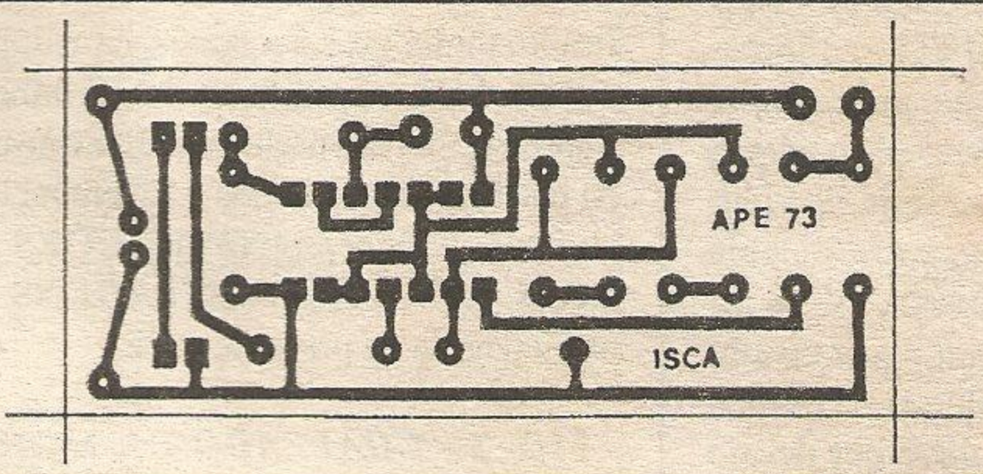

Fig. 2
**- FIG. 2 - *LAY OUT* DO CIRCUITO IMPRESSO ESPECÍFICO -** Plaquinha simples, longa e estreita, permitindo - com certeza - o aproveitamento de qualquer pequena tira de fenolite ou fibra de vidro cobreada que esteja *sobrando* aí pela *sucata* do caro leitor/hobysta... Vista na figura pelo lado do cobre, a placa mostra seu *lay out* em tamanho natural (1:1), como sempre demarcando-se as áreas que devem restar metalizadas após a corrosão, em **negro**, com as partes **brancas** simbolizando as regiões onde o cobre deve ser removido pelo percloreto de ferro da solução... Depois de copiar com carbono, aconselhamos que o padrão seja preenchido com decalques ácido-resistentes apropriados, que dão maior elegância e profissionalismo à montagem, além de contribuir para o rigor mecânico/elétrico das pequenas ilhas e furos especificamente destinadas às *perninhas* do integrado (muito juntinhas e pequenas, constituindo *região de risco* quanto a erros ou falhas no impresso...). Para perfeita elaboração e uso da placa, recomendamos ao eventual leitor novato, que leia as **INSTRUÇÕES GERAIS PARA AS MONTAGENS** (em outra página da presente **APE**).